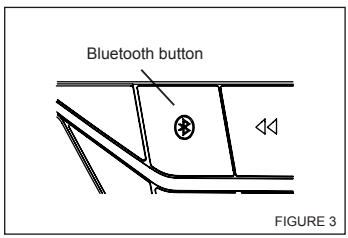

FIGURE 3
① Car audio system
- Press the Bluetooth button in your car (figure 3) for about 5 seconds until you hear beep sound.
② The audio system displays "PAIRING" and Bluetooth logo "✱" will flashing on LCD, indicates that the system is now ready to be paired with the mobile phone.